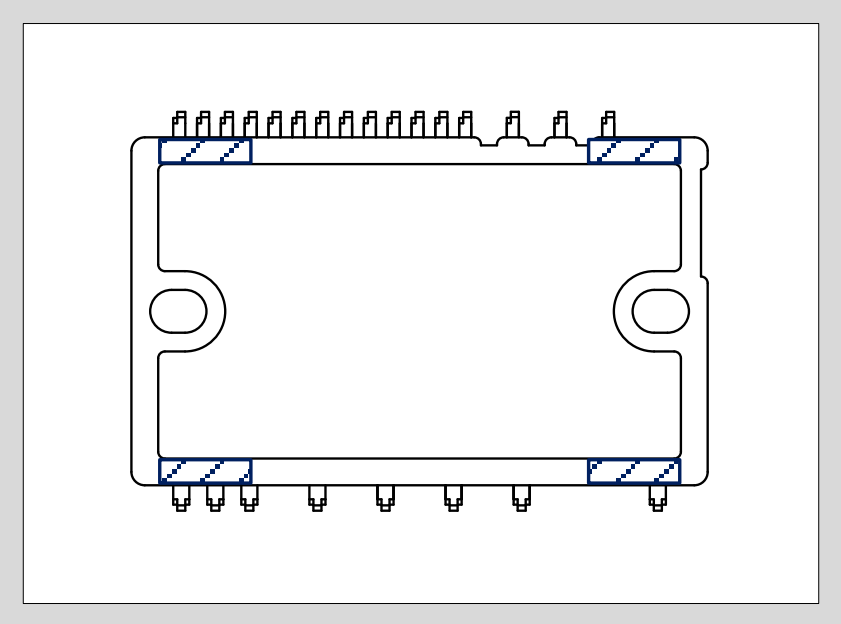

図4-1 スペーサの設置位置
- 本製品をプリント基板へはんだ付けする際に、製品とプリント基板の間に空間を設けるためのスペーサを入れる場合には、図4-1に斜線で示す位置に設置してください。